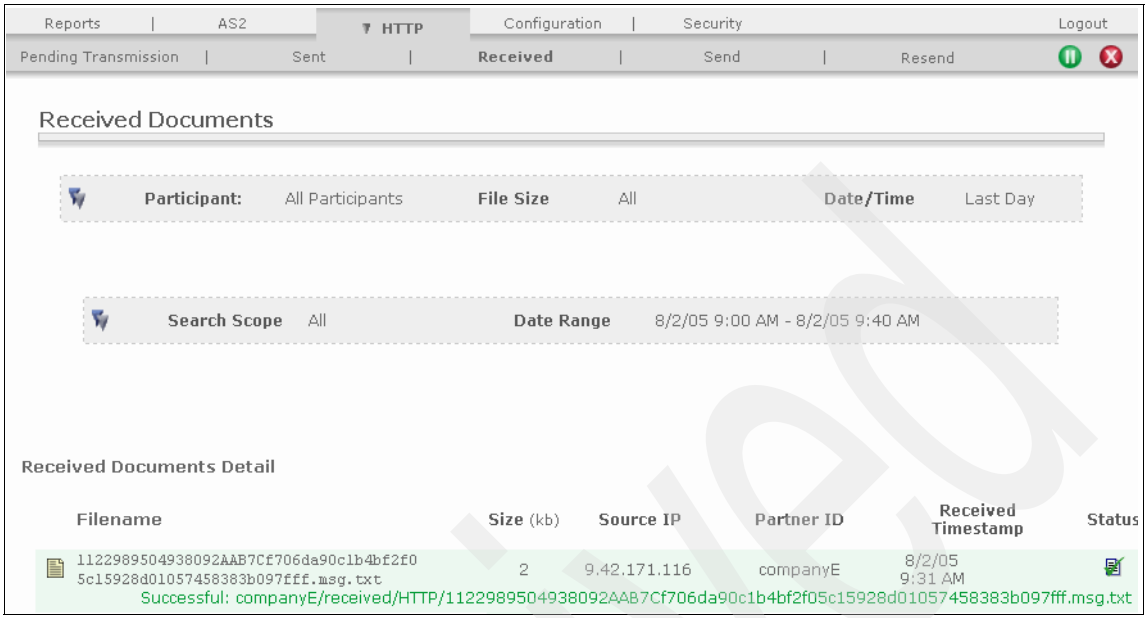

Figure 15-84 Received Document details on Company X
4. The Received Documents window lists all the documents received and their status. Click the **magnifying glass** icon against the most recently received document (assuming the document we sent was the latest one to arrive at Company X). The Received Documents Detail window as shown in Figure 15-84 on page 539, shows that the document sent by Company E was successfully received.